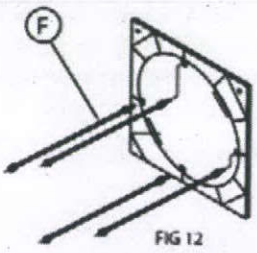

FIG 12
5.5 Screw the 35 cm long rods (A') into the outer clamp plate (D). (FIG 12)